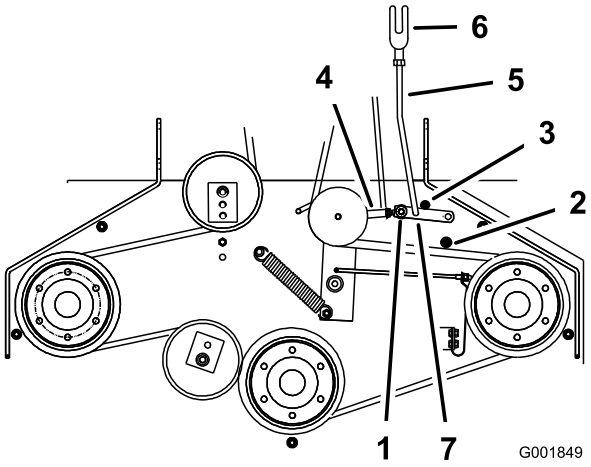

Figur 48
5. Sørg for, at hjælpearmen har kontakt til hjælpearmens bageste stoppeklods på skjoldet (Figur 48).
7. Hjælpearmen skal have kontakt til hjælpearmens forreste stoppeklods på skjoldet. Hvis der ikke er kontakt, skal vinkelarmen justeres, så den er tættere på hjørnebeslaget (Figur 48).
8. Fjern låseclipsen fra hjælpearmen for at justere forbindelsen til hjælpearmen (Figur 48).
11. Placer forbindelsen til hjælpearmen i hjælpearmen, og fastgør den med låseclipsen (Figur 48).